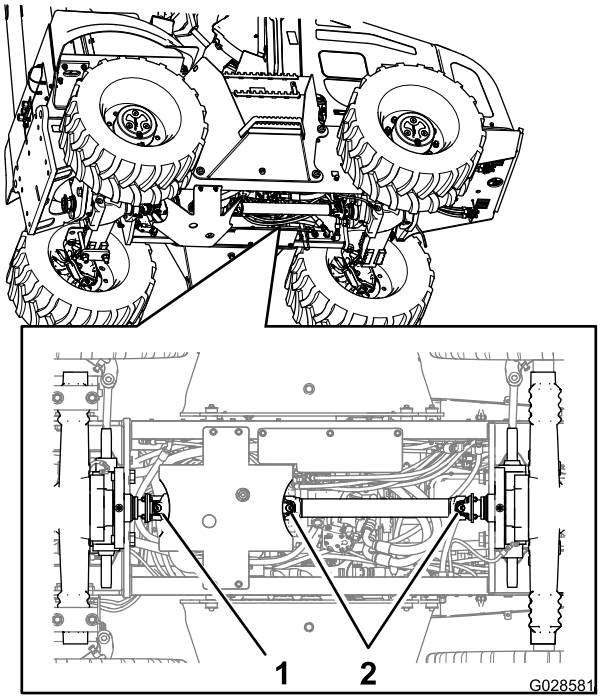

Bild 57
2. Setzen Sie eine Fettpresse auf den Schmiernippel für die Schiebekupplung am vorderen Ende der Antriebswelle und drücken Sie zwei bis drei Stöße des Fetts auf den Schmiernippel ein (Bild 57).
3. Setzen Sie eine Fettpresse auf den Schmiernippel für das Universalgelenk am vorderen Ende der Antriebswelle und drücken Sie zwei bis drei Stöße des Fetts auf den Schmiernippel ein (Bild 57).
4. Setzen Sie eine Fettpresse auf den Schmiernippel für das Universalgelenk am hinteren Ende der Antriebswelle und drücken Sie zwei bis drei Stöße des Fetts auf den Schmiernippel ein (Bild 57).